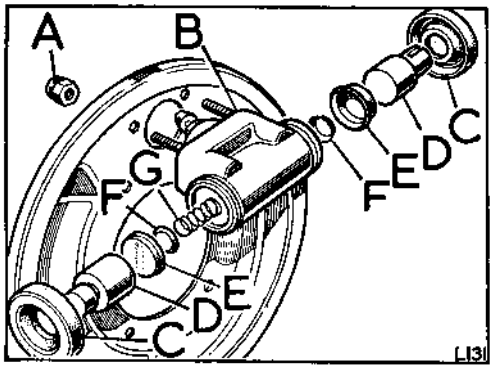

**Fig. H1-90. Wheel cylinder**
3. Assemble the wheel cylinder (see Fig. H1-90) ensuring that the seals are located with their flat back against the piston.